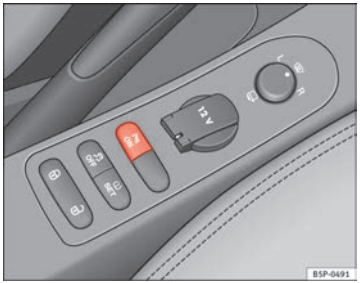

**Fig. 148 Centre console: Switch for parking aid**
– Press the switch P on the centre console ⇒ Fig. 148 or on the gear indicator. You will hear a brief confirmation tone and the LED on the switch will light up.